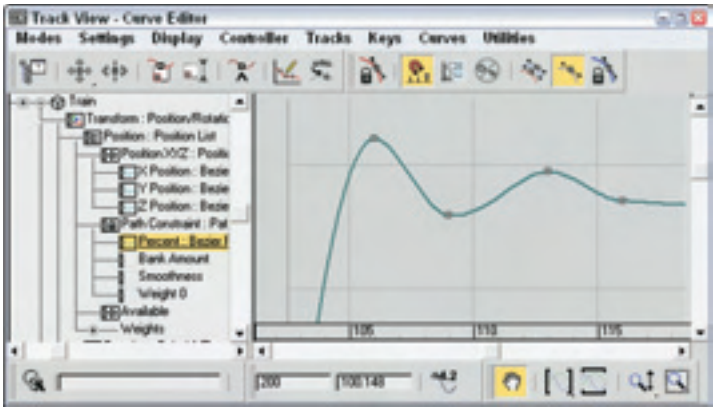

Figure 34-10: Using Zoom Values to see the stopping position keys
10. As you can see, a little movement goes a long way, so the keys need only to be offset a very small amount. Use the Zoom Values button from the Zoom flyout and the Pan button to help in making the small changes to the animation. Figure 34-10 shows the zoomed in view of this section of the curve.